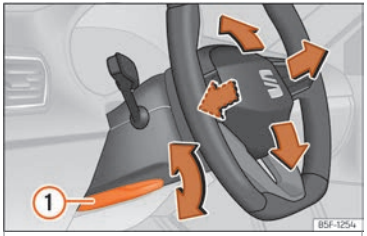

Fig. 5 Lever in the lower left side of the steering column.
- Pull the ››› **Fig. 5** ① lever down, move the steering wheel to the desired position and lift the lever back up until it locks.
- **After adjusting the steering column, push the lever ››› Fig. 5 ① firmly upwards to ensure the steering wheel does not accidentally change position while driving.**